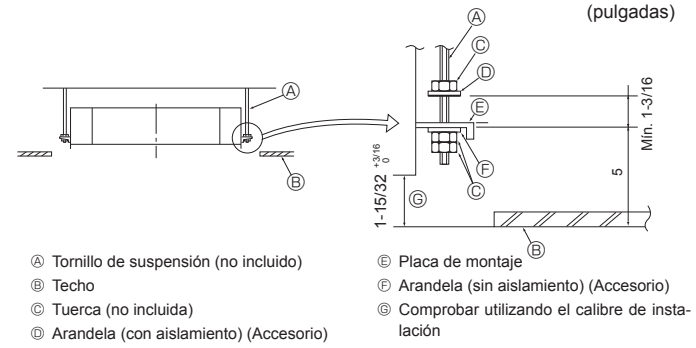

Fig. 4-5
4.5. Procedimientos de suspensión de la unidad (Fig. 4-5)